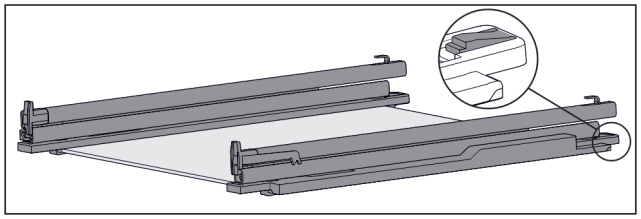

Fig. 197 Placă de sticlă cu șine și piese de fixare
▶ Apăsați în jos piesa de fixare din spate (vezi Fig. 197) și, în același timp, împingeți șina înapoi.